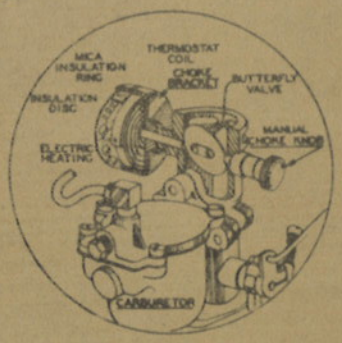

Figure 6. Zenith Carburettor with Automatic Choke attached to the choke shaft.
24. During the period while the engine is warming up to normal operating temperatures, the small choke shaft knob or wheel, located on the end of the shaft (See Fig. 6) will indicate the choke valve is oscillating rapidly. As the engine reaches normal temperature, the oscillation will cease and the choke valve is open. With the engine cold, turning the choke knob to the left, counter-clockwise, should result in the carburettor being completely choked. With the engine at operating temperature, the choke valve will turn approximately 75 degrees in clock-wise direction.